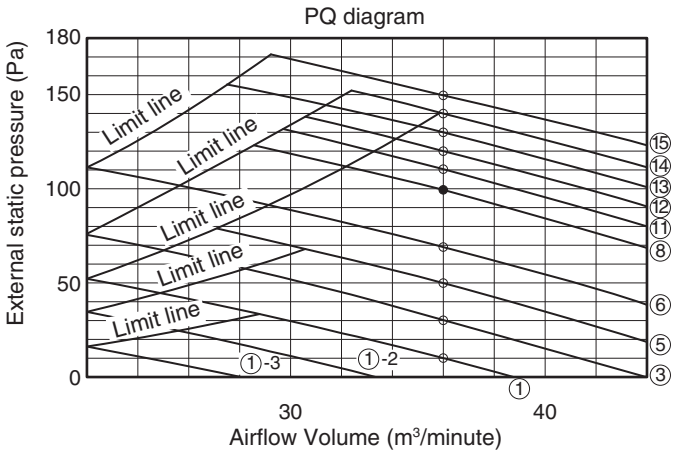

Fig. 3-2
- **Be sure to check that the external static pressure is within the range for use and then make the setting. Failure to observe this may result in insufficient airflow or water leakages. Refer to Fig. 3-2 for the external static pressure setting range.**
3. Short circuit the applicable short-circuit pin in accordance with the selected short-circuit pin connected (Fig. 3-2).
Refer to table 3-2 and Fig. 3-2 and select a value between "0001" and "0015".